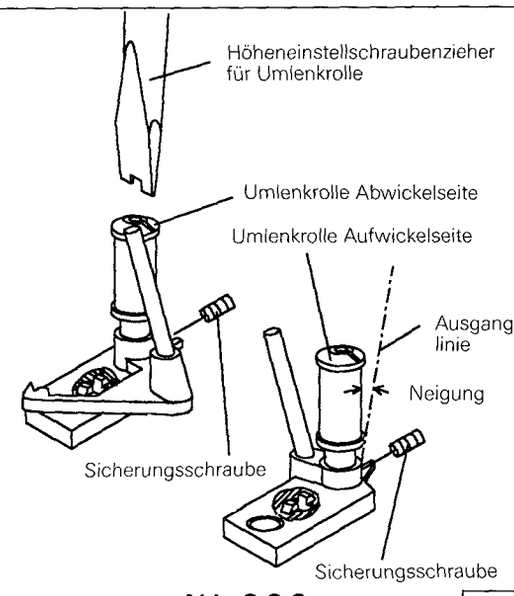

Abb. 3-2-2 F0D053
D. Ist die FM Form wie in B oder C gezeigt muß die Höhe der Umlenkrolle an der Einlaufseite von der kopftrommeleinheit wie unter Abb. 3-2-2 gezeigt eingestellt werden. Bei einer FM Form wie in D oder E ist die Höhe der Umlenkrolle an der Ablaufseite einzustellen.
A. Sicherungsschraube soweit lösen bis die Umlenkrolle leichtgängig ist. (Siehe Abb. 3-2-2)
A. Sicherungsschraube so weit lösen, bis die Umlenkrolle leicht gängig ist. (Siehe Abb. 3-2-2)